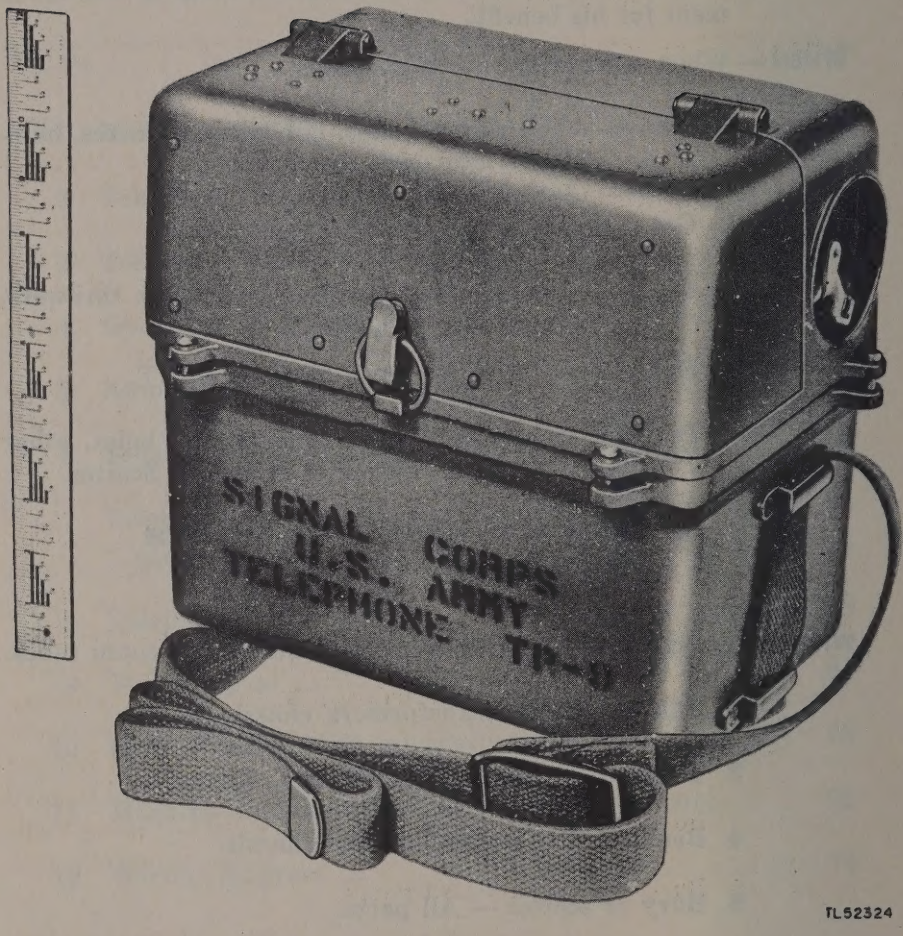

Figure 1. Telephone TP-9.
a. Telephone TP-9 (fig. 1) is a portable telephone set designed to provide communication over greater distances than those obtained with ordinary local battery sets. This is made possible by the use of vacuum-tube amplifiers in both the transmitting and receiving circuits. Power is supplied by batteries mounted inside the instrument. Provision is made so that the telephone may also be used without the amplifiers as a local battery set. When using the amplifiers, transmission may be effected in only one direction at a time. In this case, close cooperation of personnel using the equipment is necessary for efficient operation.